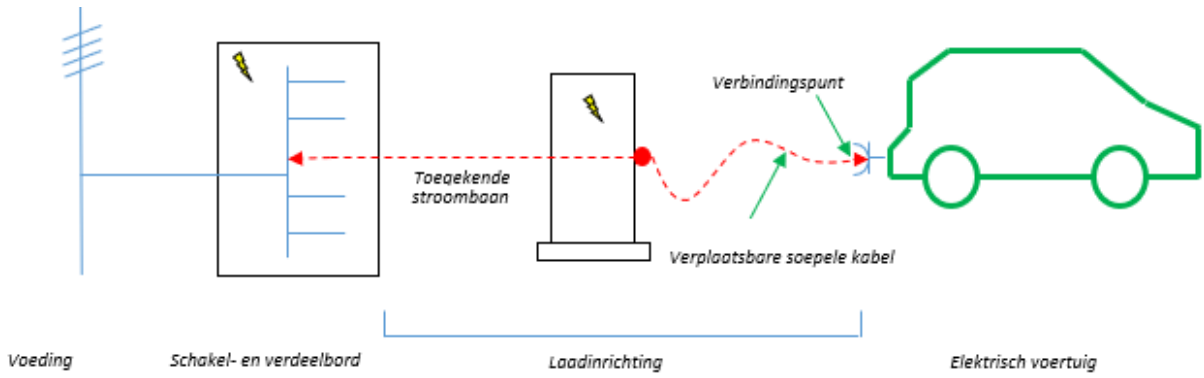

Figuur 29: Laadinrichting met één verbindingspunt
- én een differentieelstroombeschermingsinrichting met een $I_{nom} \leq$ **30mA**, die bovendien ook beschermt tegen gelijkstroomcomponenten (zie figuur 29).